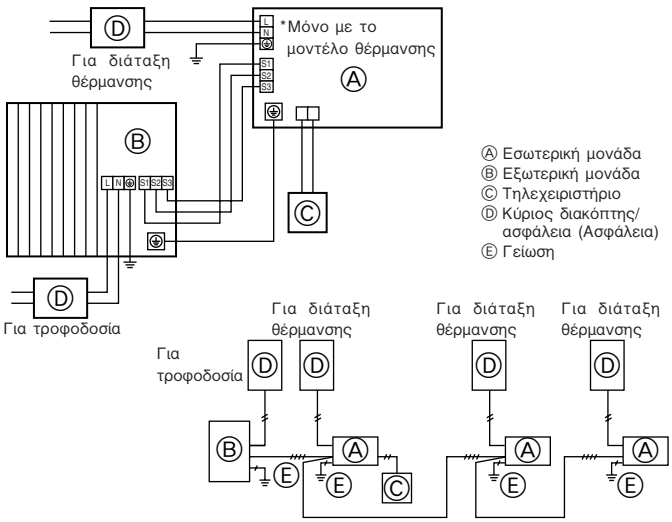
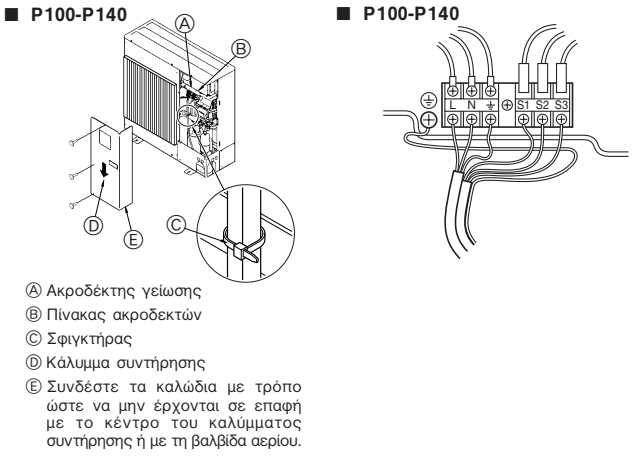

Fig. 6-1
Fig. 6-2
6.1. Εξωτερική μονάδα (Fig. 6-1, Fig. 6-2)
① Αφαιρέστε το πλαίσιο συντήρησης.
② Συνδέστε τα καλώδια που αναφέρονται στην Εικόνα 6-1 και στην Εικόνα 6-2.